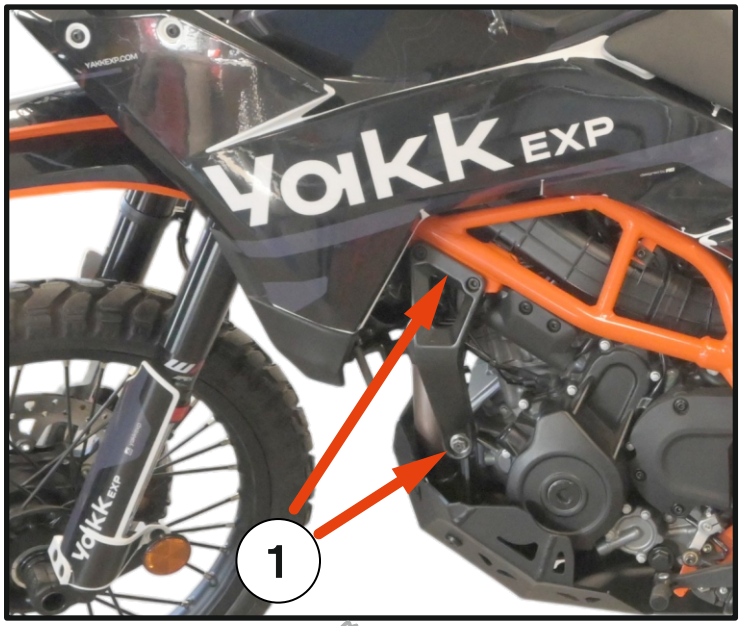

Fig. 2
1. Remove the **OEM** fasteners and spacers.The original hardware will be replaced with the new hardware supplied with the kit during the installation described in Step 2 and 3. **[Fig. 2]**